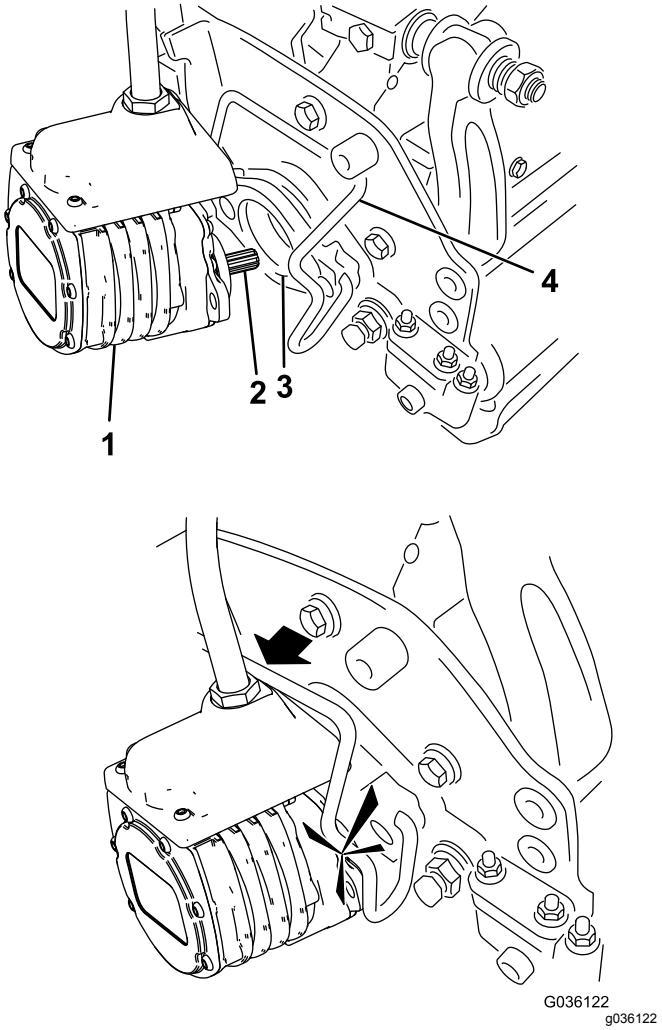

Figur 47
6. Dekk kileakselen i klippeenhetsmotoren med rent smørefett (Figur 47).
7. Sett motoren inn på klippeenhetens venstre side (fra brukerens synspunkt), og dra motorholdebøylen på klippeenheten mot motoren til du hører et "klikk" på begge sider (Figur 47).